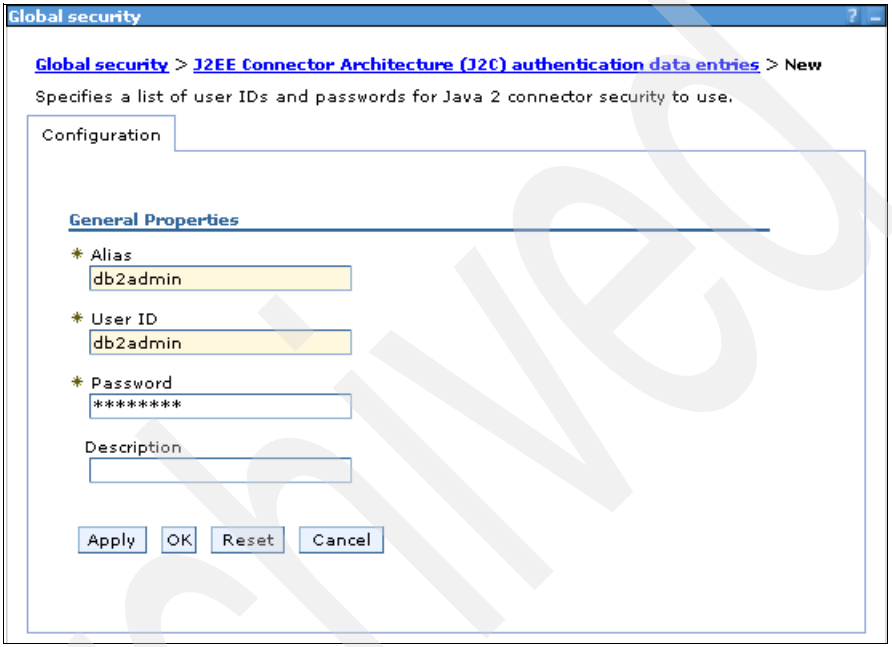

Figure B-43 Configuring a J2C authentication alias
4. In the New J2C authentication data page (Figure B-43):